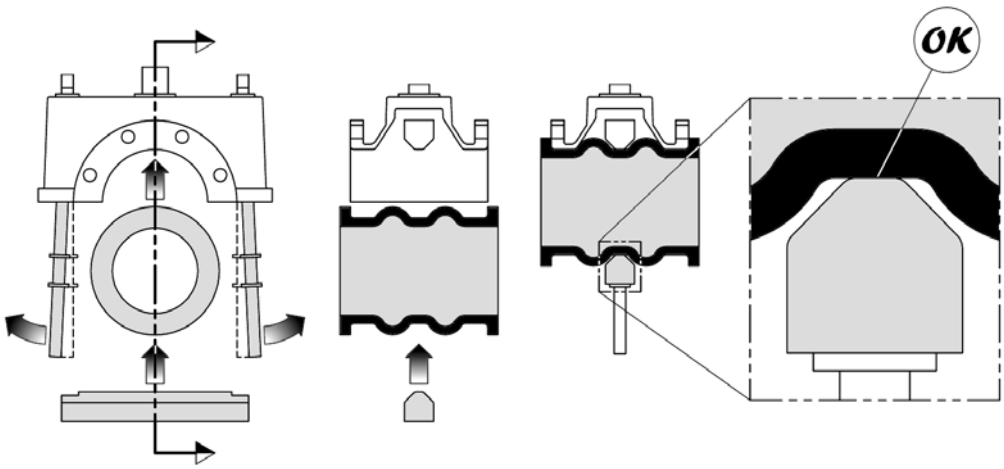

Figure 23: Be sure to re-install the lower pinch bar in the proper orientation.
STEP 5: Install the replacement elastomer tube. Reverse STEPS 1 to 3 to reassemble the RF Valve®. Ensure that the lower pinch bar is installed in the proper orientation (Fig. 23).